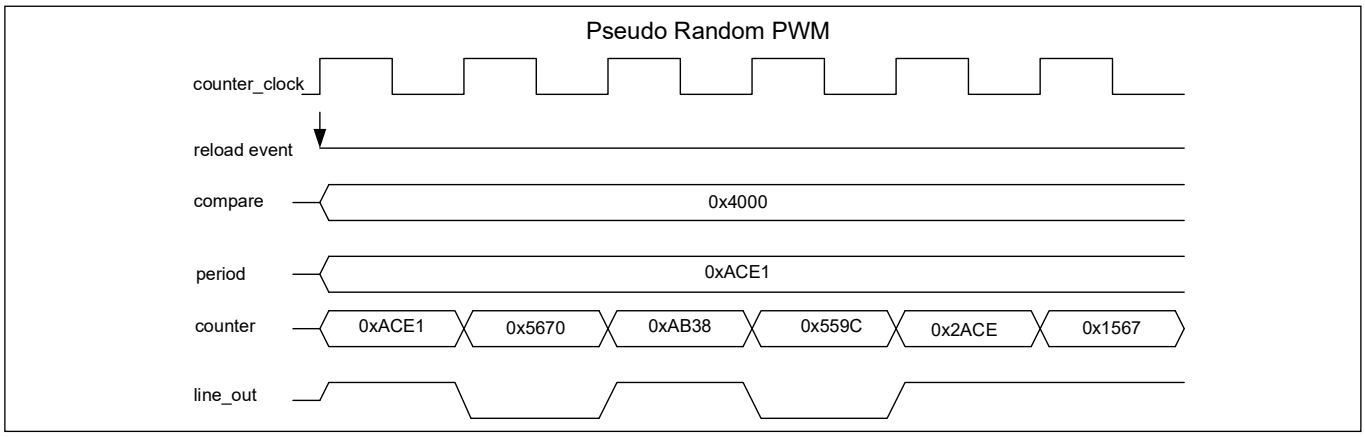

Figure 15-16. Timing diagram for pseudo-random PWM
- CC condition occurs when the counter is running and its value equals compare value. **Figure 15-16** illustrates pseudo-random noise behavior